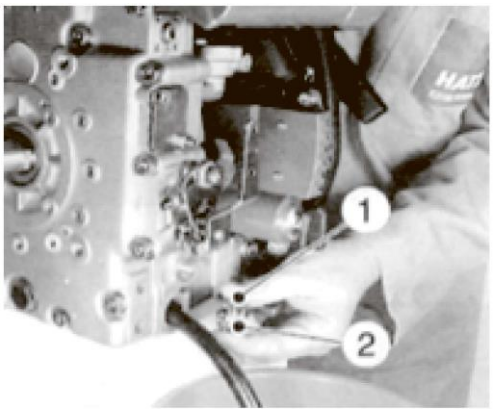

Рис. 10
- Открутите масляную пробку (поз. 1) для слива масла (см. Рис. 10).